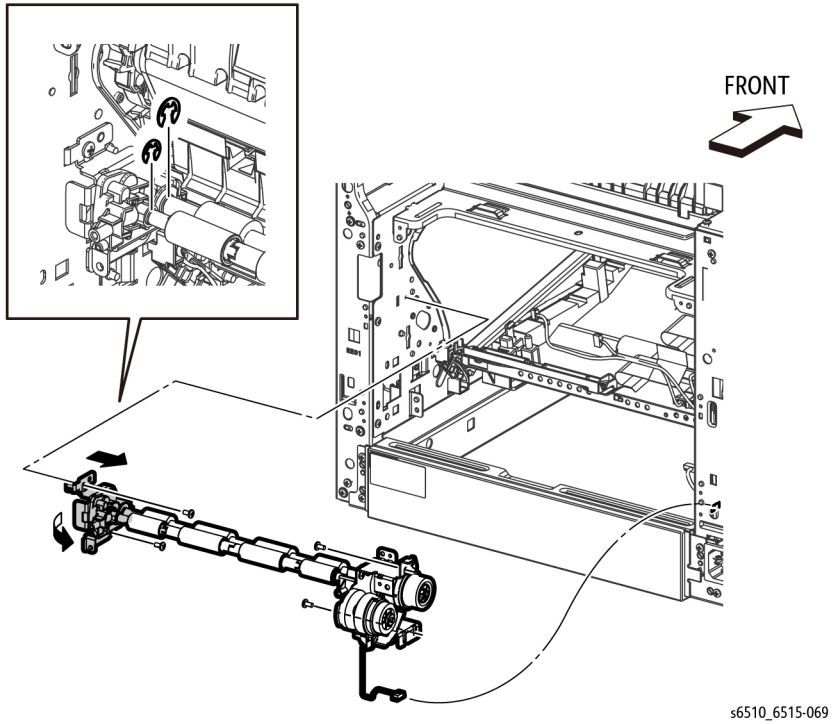

Figure 1 Remove the Duplex Registration Roller Assembly
2. Refer to Figure 1 to unplug the connector (P/J541).
3. Refer to Figure 1 to remove the two E-rings of the Duplex Registration Roller Assembly.
4. Refer to Figure 1 to remove the four screws (silver, M3x6mm).
5. Refer to Figure 1 to slide the Duplex Registration Roller Assembly in the direction of the arrow, and remove the roller assembly.